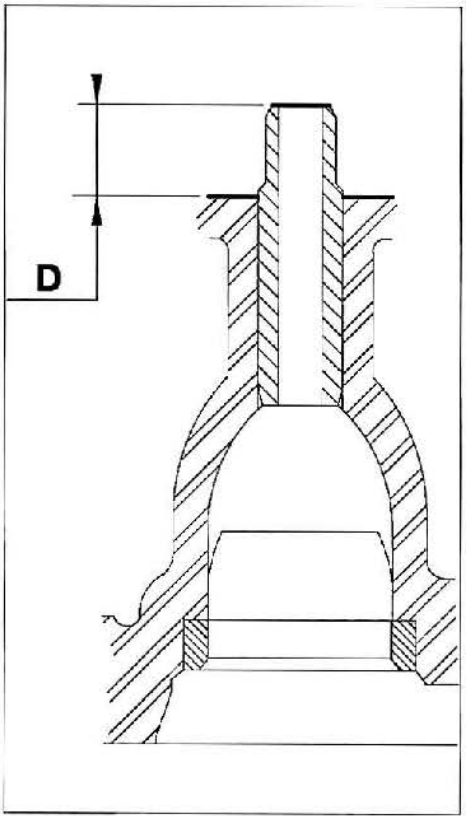

FIG. 4
Saliente de las guías (D) (mm) (fig. 4):